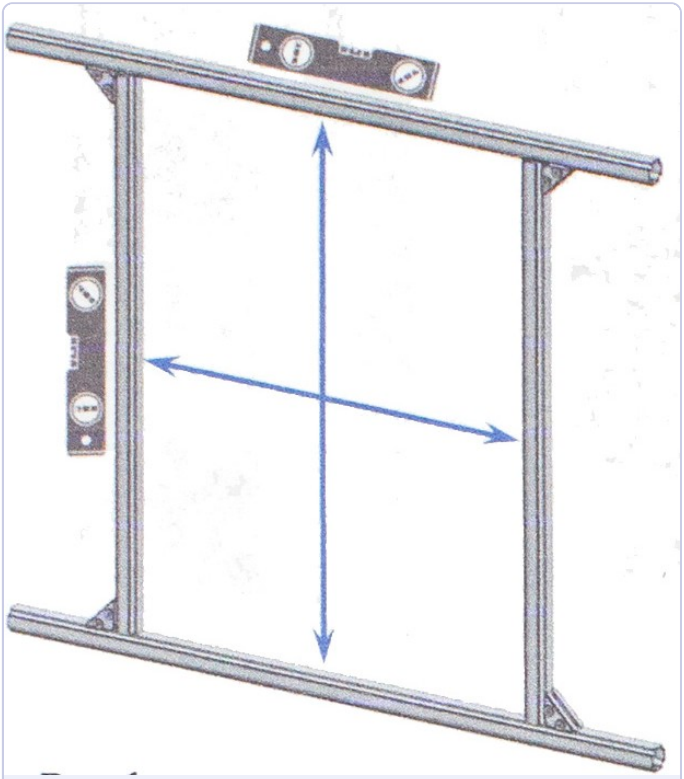

Рис. 2. Каркас проёма — проверка размеров и уровня
1. Подготовить каркас проёма ревизионного люка из профиля XOMMET (рис. 2).